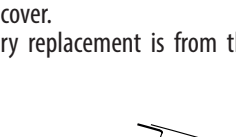

Figure 5
3. Use pointed object such as a pen to remove old battery. Discard battery lawfully. Replace with new 1.5V DC button type LR41 or SR41,UCC392, or equivalent. Be sure battery is installed with polarity facing up. (see figure 5)
4. Use pointed object such as a pen to remove old battery. Discard battery lawfully. Replace with new 1.5V DC button type LR41 or SR41,UCC392, or equivalent. Be sure battery is installed with polarity facing up. (see figure 5)